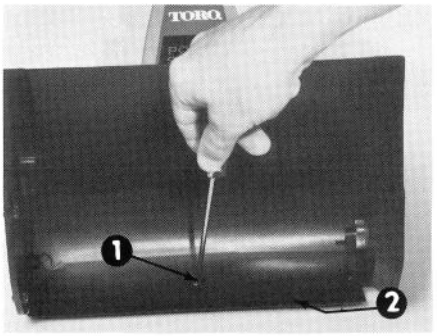

Abbildung 14
2. Die drei Schrauben und Sicherungsmuttern, die die Schürfleiste in Position halten, abnehmen. Schürfleiste entfernen (Abb. 14).